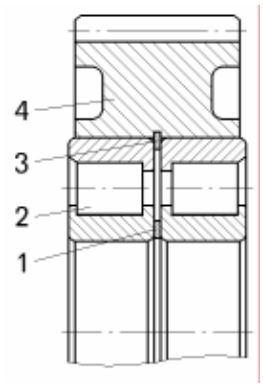

Рисунок 7.15 – Сателлит первого ряда:
– установить в сателлит первого ряда 4 (рисунок 7.15) стопорное кольцо 3;